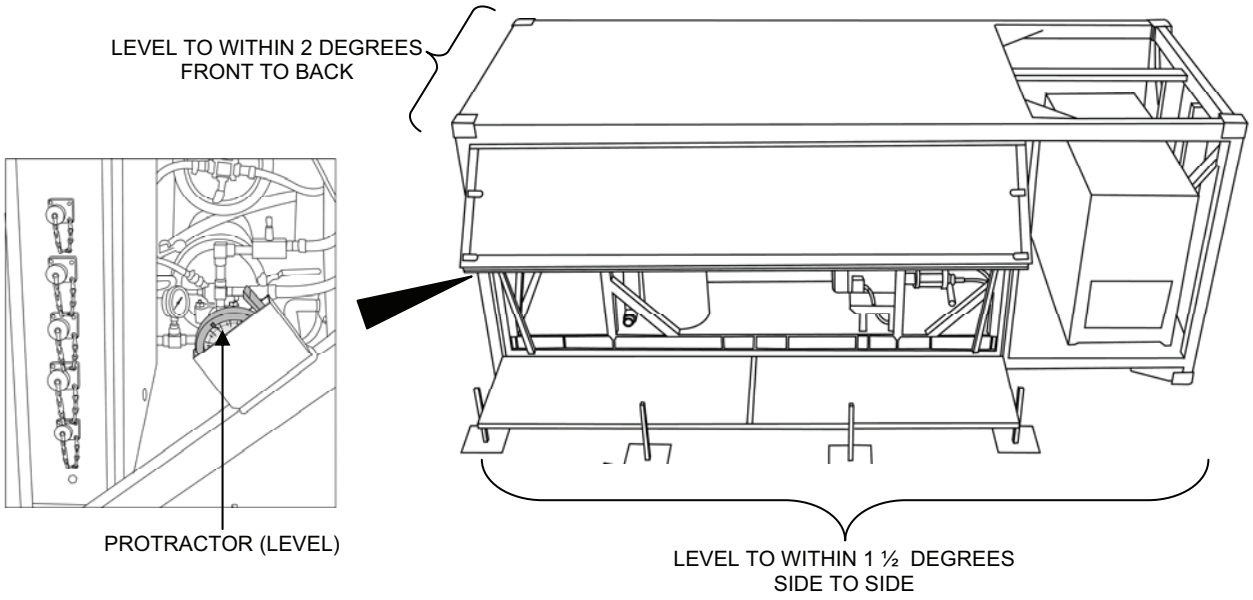

Figure 2. Leveling the A-TWPS.
2. Remove the left, back end panel from the flat rack and remove the protractor (level) provided with the unit from its holder on the frame at the operator end of the TWPS unit (Figure 2).
a. No more than 2 degrees cross-wise (front to back) (Figure 2).
b. No more than 1 ½ degrees length-wise (side to side) (Figure 2).